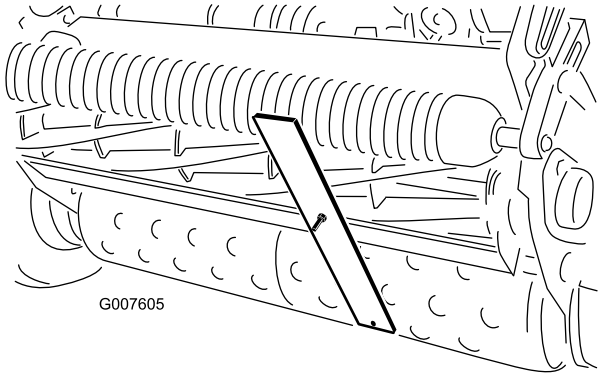

**Figura 53**
4. Prenda a cabeça do parafuso à extremidade cortante da lâmina de corte e apoie a extremidade traseira da barra no rolo traseiro (Figura 53).